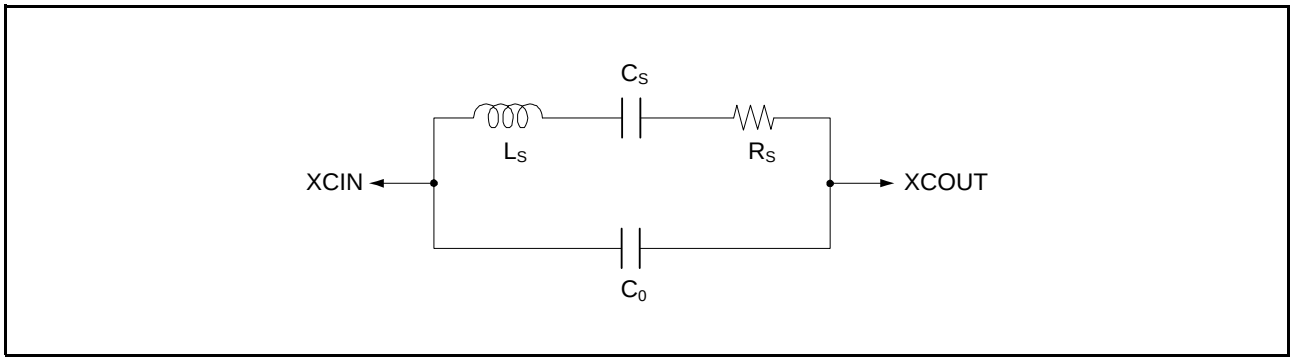

図 8.6 32.768kHz 水晶発振子の等価回路
32.768kHz 水晶発振子の等価回路を図 8.6 に示します。